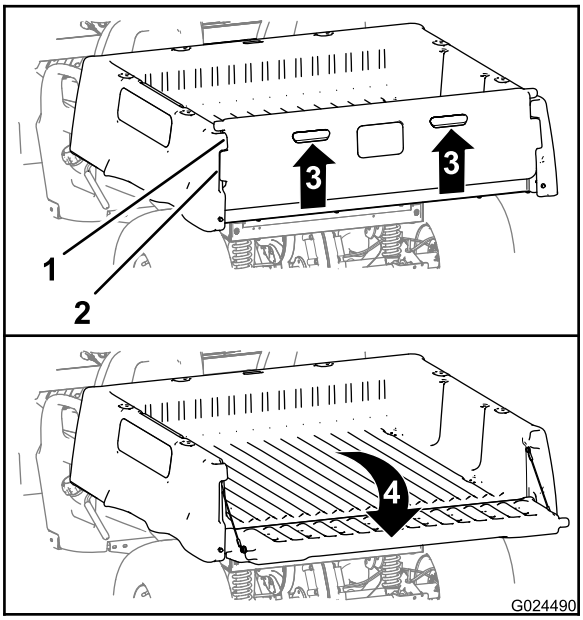

Rysunek 12
2. Unieś tylną burtę, chwytając palcami za wgłębienia w tylnej ściance burty (Rysunek 12).
3. Ustaw obrzeże blokujące tylnej burty równo z wycięciami w obrzeżu skrzyni ładunkowej na tylną burtę (Rysunek 12).
4. Przechyl tylną burtę do tyłu i w dół (Rysunek 12).
6. Obróć tylną burtę w górę i do przodu, aż obrzeże blokujące tylnej burty zrówna się z wgłębieniami na tylną burtę w skrzyni ładunkowej (Rysunek 12).
7. Opuść tylną burtę, aż zostanie osadzona z tyłu skrzyni ładunkowej (Rysunek 12).